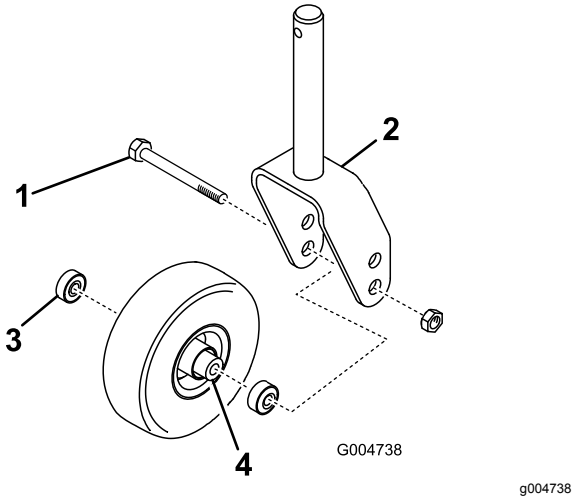

Figur 142
1. Skru låsemøtrikken af bolten, der holder styrehjulsenheden i styrehjulsgaflen eller styrehjulsdrejearmen (Figur 142).
2. Tag fat i styrehjulet, og skyd bolten ud af gaflen eller drejearmen (Figur 142).
3. Fjern lejet fra hjulnavet, og lad lejeafstandsbøsningen falde ud (Figur 142).
4. Fjern lejet fra den modsatte side af hjulnavet (Figur 142).